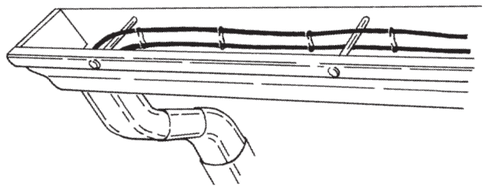
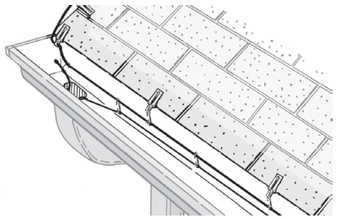

Figure 20a. Double parcours du câble dans les applications de gouttière seulement (gouttières avec pointes)
Figure 20b. Double parcours du câble dans les applications de gouttière seulement (gouttières sans points)
- Si vous traitez seulement les gouttières pour les problèmes de glace, utilisez un « double parcours » de câble dans les gouttières et les descentes pluviales. La Figure 20a montre une gouttière installée avec des pointes de gouttière. Acheminer le câble sous et sur la pointe de gouttière pour garder le câble suspendu et en retrait du fond de la gouttière. Les écarteurs devraient être fixés tous les 12 po. La Figure 20b montre une gouttière avec des étriers de gouttière externes. Utiliser les pinces et les écarteurs pour garder le câble suspendu et en retrait du fond de la gouttière. Les pinces devraient être fixées tous les 3 pieds le long du toit.